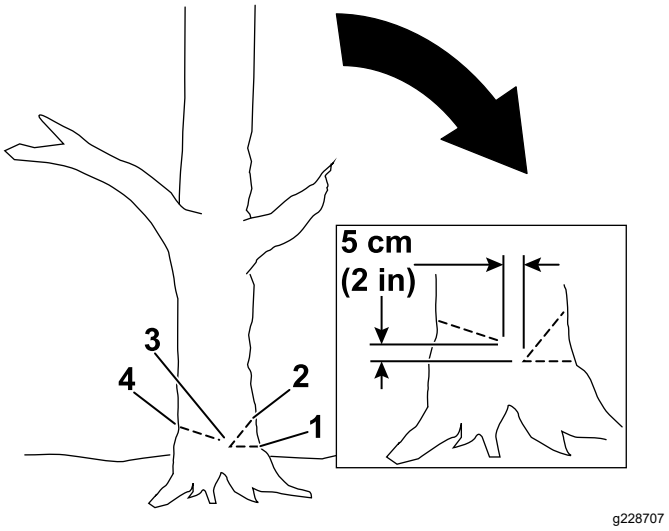

Figur 16
4. Foreta det første kuttet en tredjedel av veien gjennom treets diameter på den siden du vil at treet skal falle (Figur 16).
5. Lag et andre kutt for å forme et hakk, ved å starte kuttet minst 5 cm ovenfor og vekke fra det første kuttet (Figur 16).
6. Foreta baksidekuttet fra motsatt side av hakket og omtrent 5 cm høyere enn det nederste hakket, som vist i Figur 16.
Viktig: **Stopp det tredje kuttet 2,5 til 5 cm fra hakket for å forme et hengsel mellom kuttene (Figur 16). Dette hindrer treet fra å falle i feil retning eller å vri seg når det faller.**
Merk: Når baksidekuttet nærmer seg hekten (Figur 16), skal treet begynne å falle.